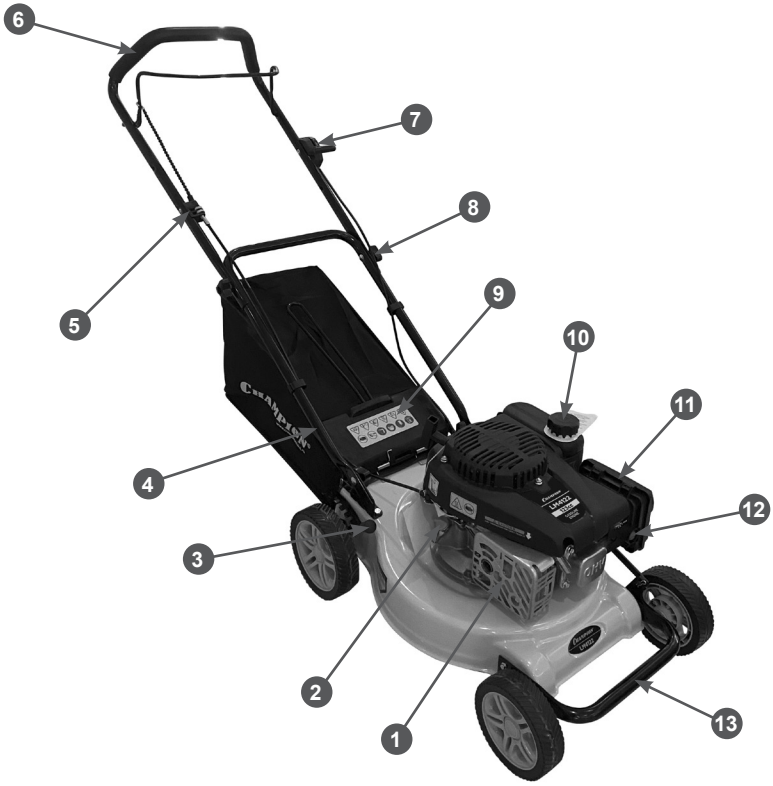
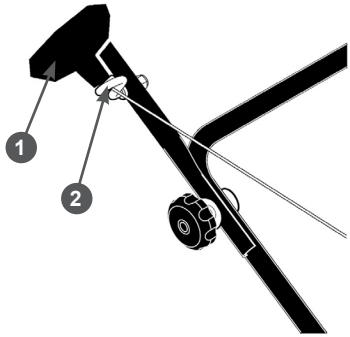

Рис. 1 Расположение основных узлов и органов управления (вид справа)
Рис. 7 Крепление ручки стартера на рукоятке
Расположение основных узлов и органов управления показано на Рис. 1, 2.
7. Закрепите ручку стартера на кронштейне 5 (Рис. 1). Для этого нажмите рычаг 5 остановки двигателя (Рис. 2) и медленно потяните за ручку стартера, чтобы вытянуть шнур из корпуса стартера на требуемую длину. Затем пропустите шнур стартера через витки кронштейна и отпустите ручку стартера. Ручка стартера должна зафиксироваться на кронштейне, как показано на Рис. 7.